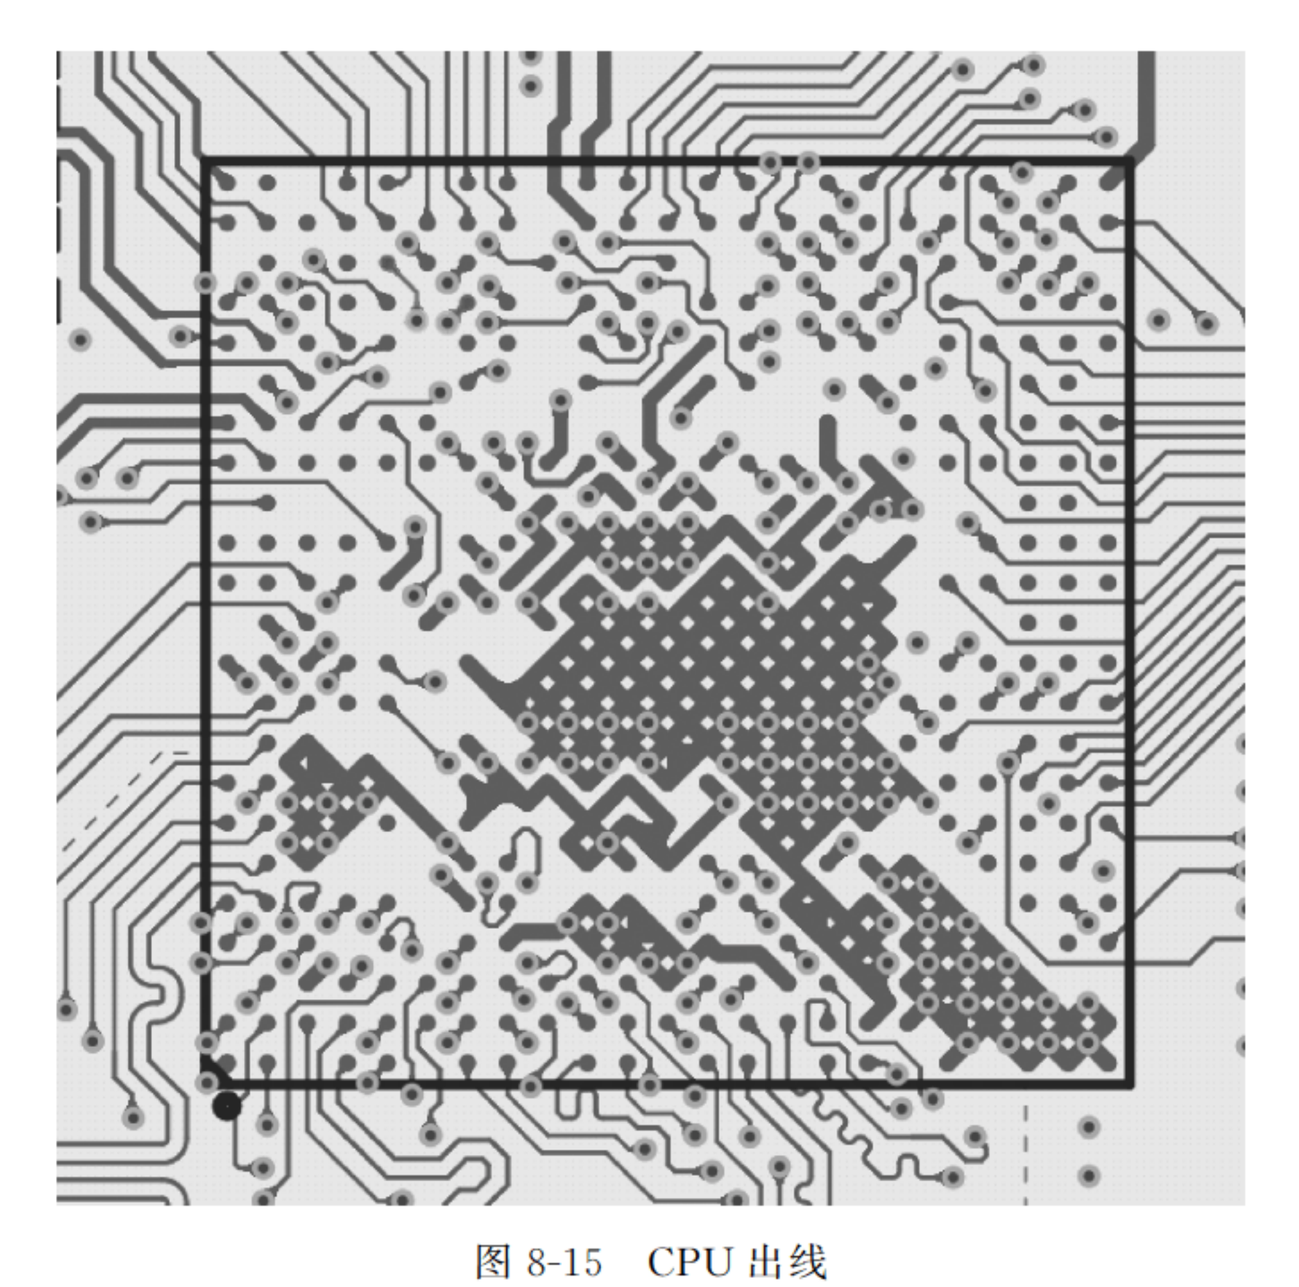

图 8-15　CPU 出线
(1) 为减小 CPU 的出线压力，外围两圈的 Ball，尽量从顶层出线，如图 8-15 所示。内圈的 Ball 通过扇出后从内层或底层出线。
(2) CPU 的电源及地网络尽可能保证足够多的过孔，相同网络最好能交叉连接，以便加大载流，提高电源质量，如图 8-15 所示。